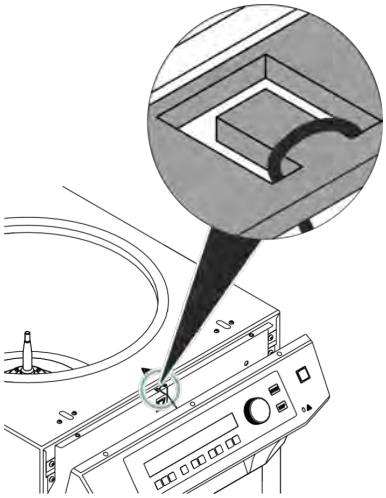

Fig. 17: Fastening the securing cord
6. Tilt the front faceplate slight forward, apply with the bottom edge on the covering edge, and secure it against falling out with the securing cord (*Fig. 17*).